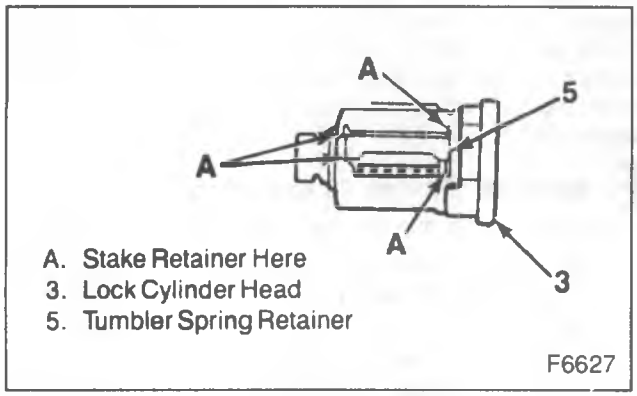

Figure 30 – Installing Spring Retainer
b. Without the numerical key code or without a code list, refer to figure 30.
5. Insert the spring retainer so that the end prongs slide into the slots at each end of the cylinder (figure 30). Press the retainer down.
8. Stake the spring retainer securely in place at each end. Use a suitable staking tool and stake the cylinder metal over the retainer (figure 30).